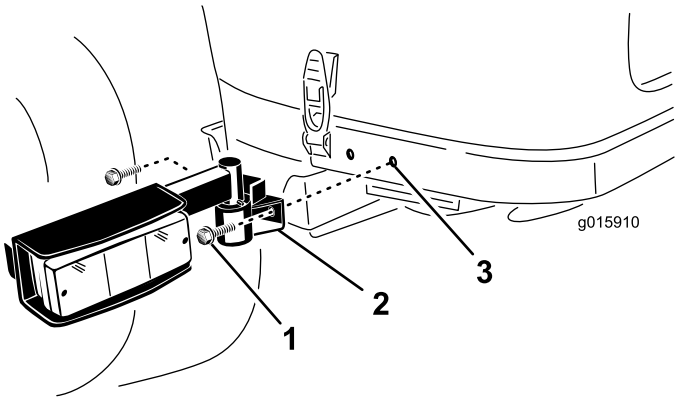

Figura 8
1. Servendovi dei fori di montaggio dietro i chiavistelli del cofano, fissate un gruppo fanale su ciascun lato del telaio posteriore con (2) viti a testa flangiata 3/8 x 3/4 poll. (Figura 8). Se sul telaio posteriore non sono presenti i due fori di montaggio, passate al punto successivo